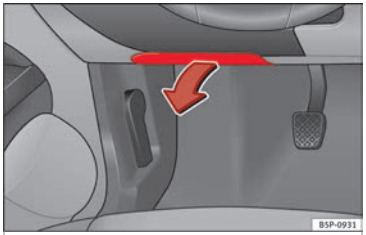

Fig. 173 Left side of dash panel fuse box cover
- *Opening:* fold the cover down ››› Fig. 173.